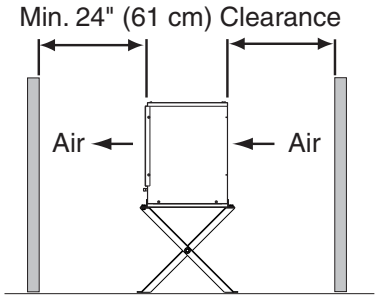

Fig. 16
- A dry and well ventilated area with 24" (61 cm) clearance at front and rear for proper air circulation and ease of maintenance and/or service should they be required. See Fig. 16.